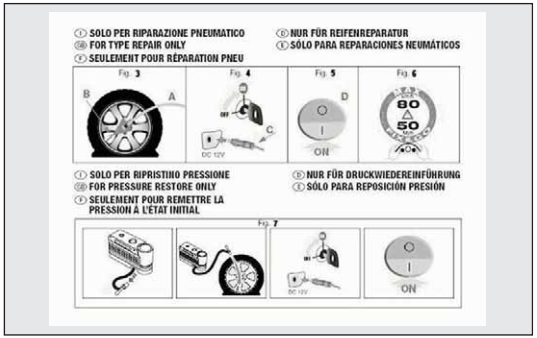

fig. 142
- instruction booklet (see fig. 142), used to ensure the correct use of the quick tyre repair kit and then given to whoever will handle the treated tyre;